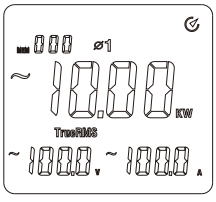

rys. 8-1
7.2 Moc pozorna (kVA) + napięcie (V) + natężenie prądu (A)
* W celu dokonania pomiaru mocy pozornej całkowitej odbiornika 3-fazowego w czteroprzewodowym układzie obciążenia,(patrz rysunek 8-1), wybierz przyciskiem SELECT fazę 1-szą,